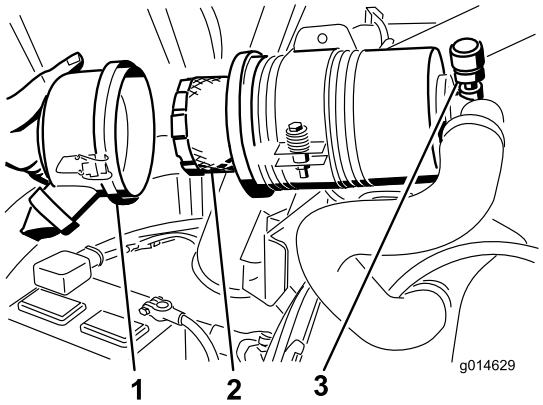

Rysunek 59
3. Usuń i wymień wkład filtra (Rysunek 59).